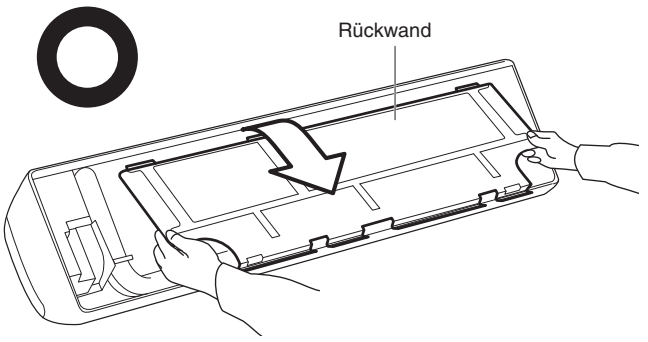

Abb. 3-3
(3) Die Rückwand an den in Abb. 3-3 gezeigten Stellen fassen und durch Ziehen in Pfeilrichtung abnehmen.